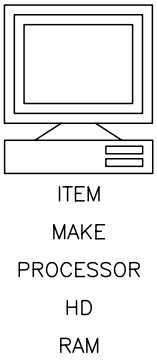

Figure 17-7 *Attributes defined below the computer drawing*
8. Similarly, define the remaining attributes also, refer to Figure 17-7.